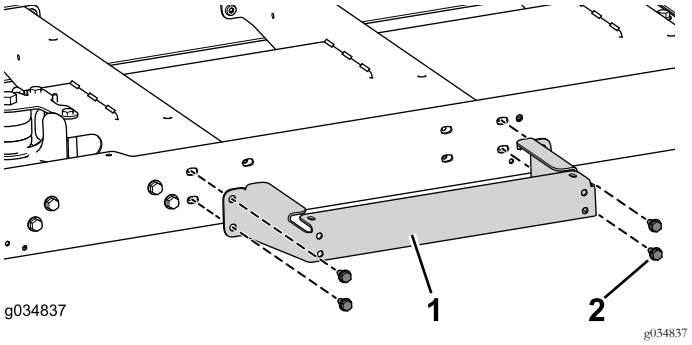

Bild 77
1. Befestigen Sie die Plattformstütze mit den vier Schrauben (5/16" x ¾") lose am mittleren Kanal (Bild 77).